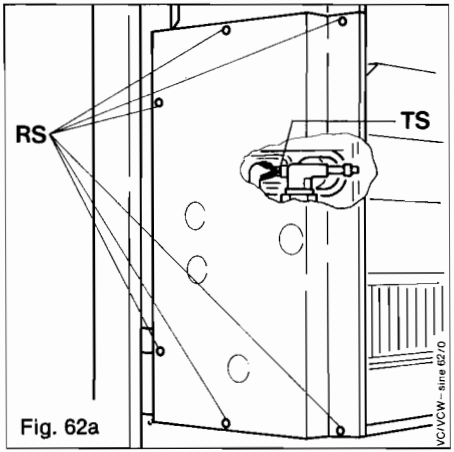

Fig. 62a
14.10 Change of main heat exchanger overheat thermostat (Fig. 62a)